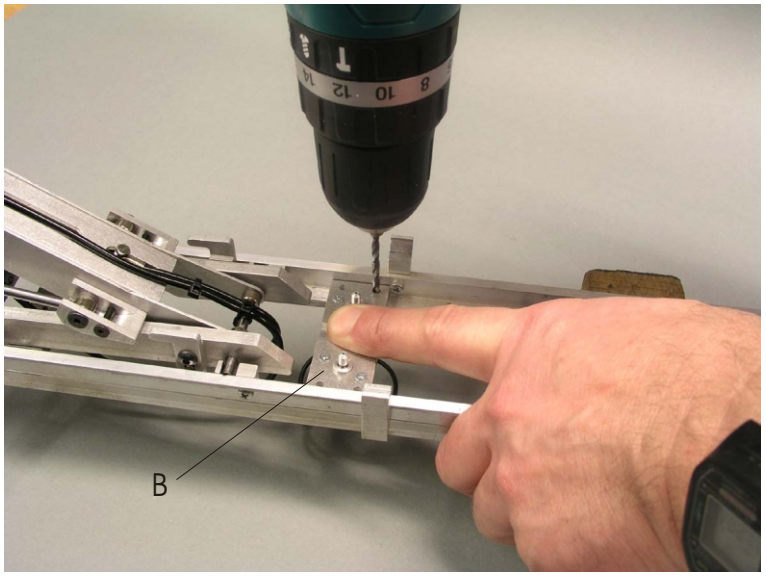

Bild 12
Die Schlauchführung von unten kann man auch gut auf dem Bild 12 sehen!
Legen sie die gesamte Einheit an gezeigter Stelle mittig in den Rahmen und schieben ihn bis an die Befestigungsschrauben (1). Für den nächsten Arbeitsschritt ist es nötig die beiden Hubzylinder am Rahmen zu lösen und die ganze Einheit nach hinten zu klappen (siehe auch Bild 12). Dazu entfernen Sie bitte einfach die Schrauben der Zylinderhalter am Rahmen(die in den Langlöchern).